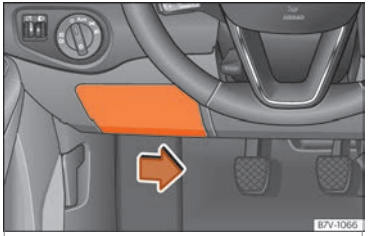

Fig. 61 On the dashboard on the driver side: lid of the fuse box.
- To remove the cover, move the activation lever in the lower part to the right ››› Fig. 61.